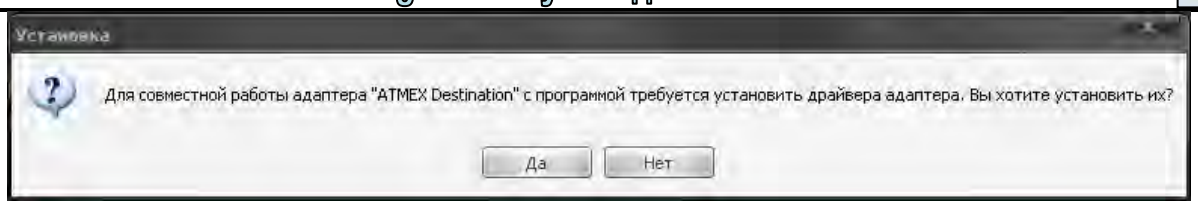

Рис.1
2) в открывшемся окне процесса установки драйвера (рис.1) выбрать вариант ответа **"Да"**: